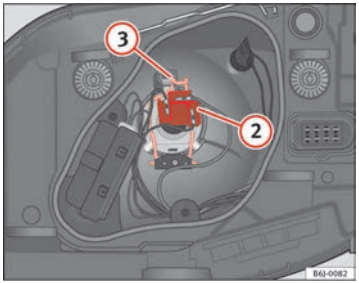

Fig. 139 Dipped beam/main beam, single headlight
– Remove the connector ⇒ page 213, fig. 139 (2) from the bulb.
– Unclip the retainer spring ⇒ page 213, fig. 139 (3) pressing inwards to the right.